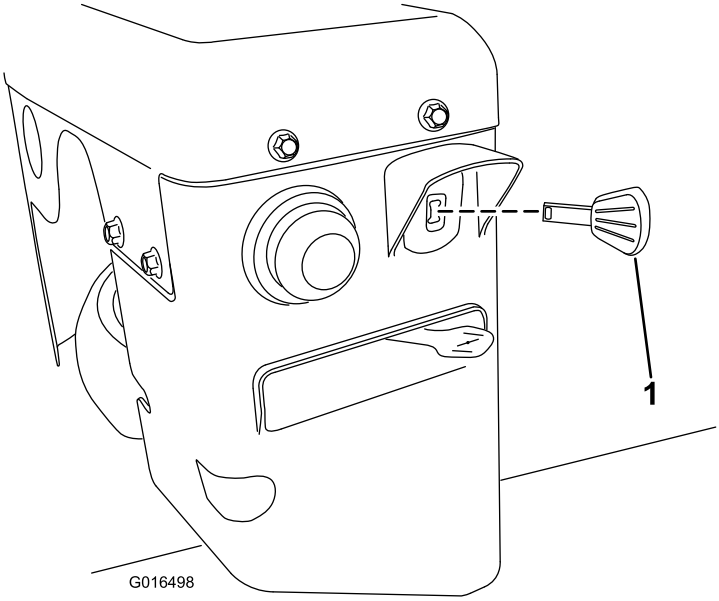

Figur 26
3. Sätt i nyckeln helt i tändningslåset (Figur 26).